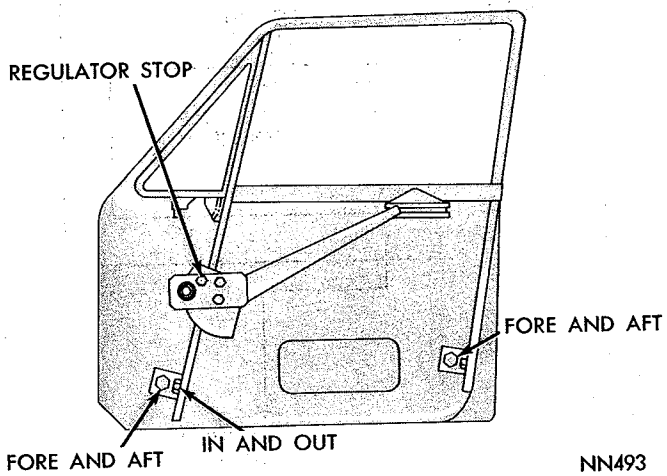
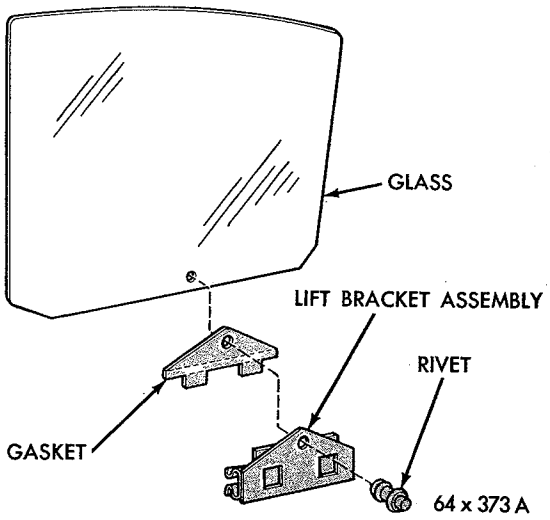

*Fig. 79—Front Door Glass Adjustments—Belvedere Sedan*
*Fig. 81—Glass Left Bracket*
### Door Glass and Vent Wing (Fig. 79)
(1) Loosen front run channel lower mounting screw (Figs. 79 and 80).
(2) Move run channel forward and slide glass out of channels.
(3) Remove regulator arm from lift bracket channel.
(4) Remove glass from door.
(5) Push plug out of lift bracket rivet (Fig. 81).
(6) Pinch expandable ends of rivet together and push rivet out of glass.